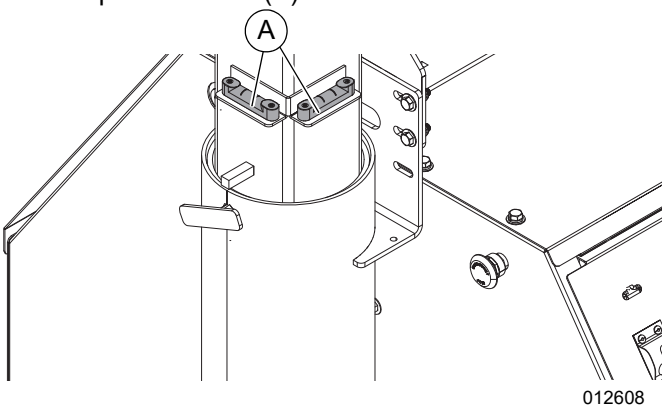

***Figure 3-2. Bubble Levels***
9. See ***Figure 3-2***. Continue adjusting all jacks until bubbles in both bubble levels are centered in their respective tubes (A).